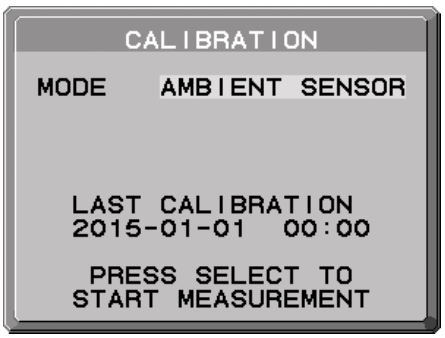

Рисунок AS.1
2. Включите дисплей. Через 30 минут выбрать AMBIENT SENSOR в режиме калибровки (**Рисунок AS.1**).